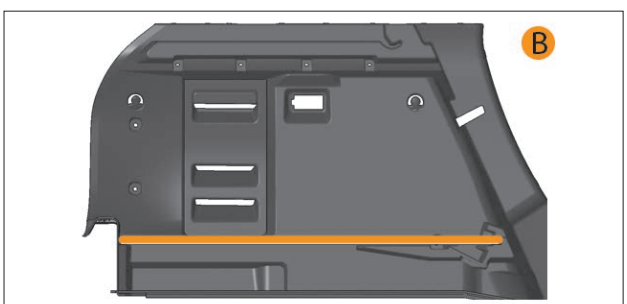

Рис. 9.8.2. Верхнее положение съемного пола (вид сбоку)
- В верхнем положении **B** (рис. 9.8.2), на боковых направляющих багажного отделения. При сложенных спинках задних сидений съемный пол позволяет получить ровную горизонтальную поверхность.